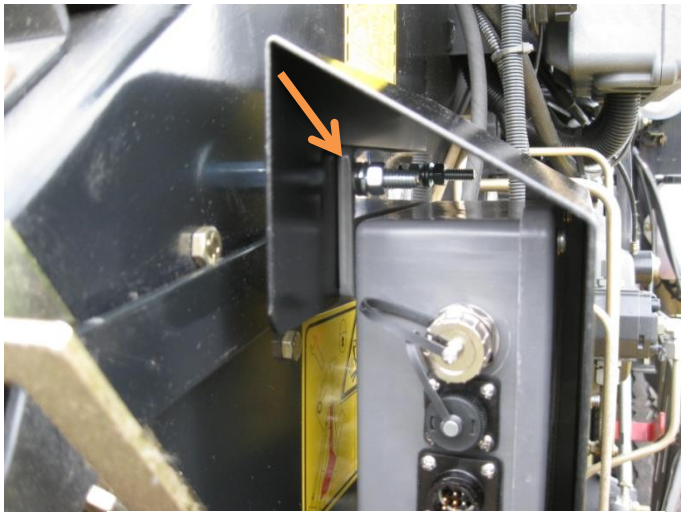

Figure 8
7. Before tightening hardware install the DCP shield (001-5650X) over the top two 5/16” bolts between the fender washers and the mounting plate of the DCP. And finally tighten all hex nuts. (Figure 8)